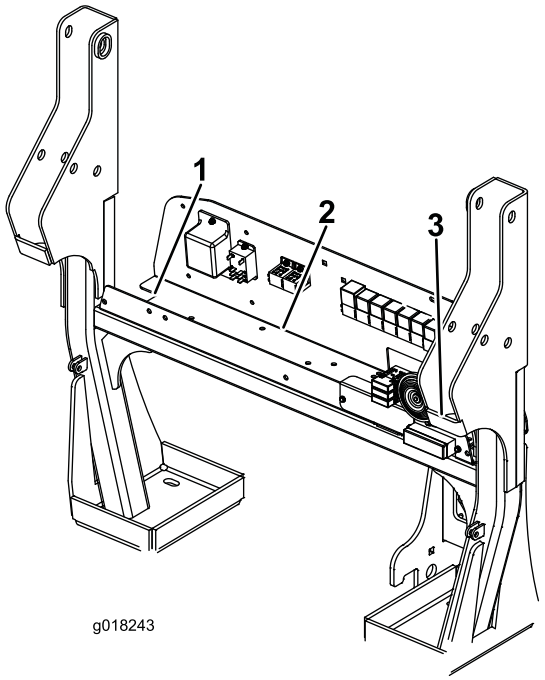
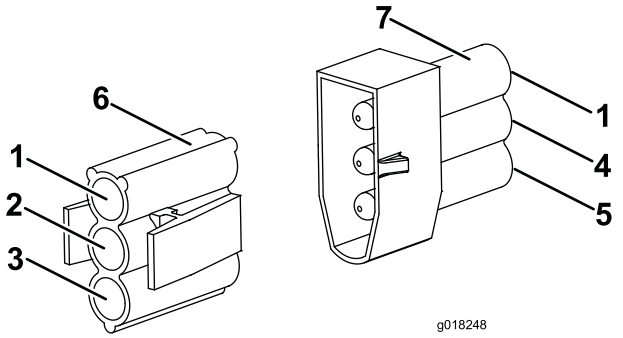

Figura 4
Figura 7
12. Los cables deben conectarse ahora al arnés de cables principal de la máquina, que está situado en el tabique del panel eléctrico (Figura 4). Conecte el conector de 4 pines del cable de la luz trasera izquierda al conector correspondiente de 4 pines del lado izquierdo del arnés de cables principal. Conecte el conector de 4 pines de la luz trasera derecha al conector correspondiente de 4 pines del lado derecho del arnés de cables principal. Los conectores eléctricos de 2 pines de las luces traseras izquierda y derecha se utilizan para la luz de la placa de matrícula. Sólo se utiliza uno de los conectores eléctricos de 2 pines.
5. Trabajando en el tabique del panel eléctrico, enchufe el conector de 3 pines del cable eléctrico del interruptor de presión en el conector correspondiente del arnés de cables principal de la máquina (Figura 4 y Figura 7).